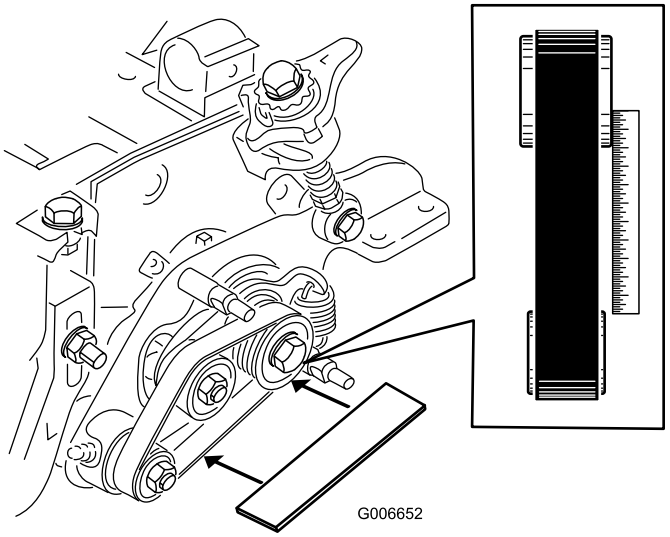

Figura 27
- Appoggiate un regolo sulla superficie esterna della puleggia **di comando** (Figura 27).